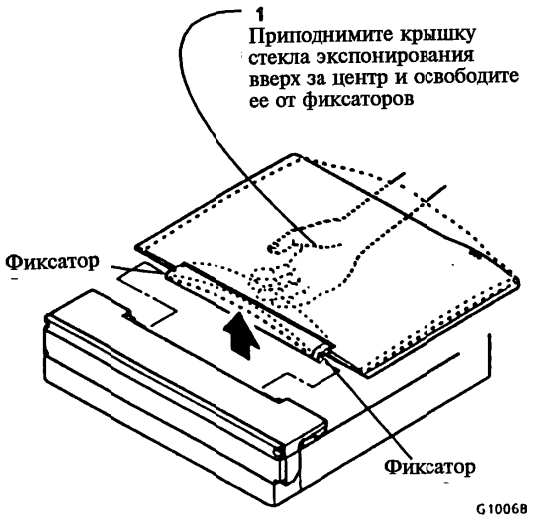

Рисунок 1. Снятие крышки стекла экспонирования (без снятия всего узла)
1. (Рисунок 1): Снимите крышку стекла экспонирования